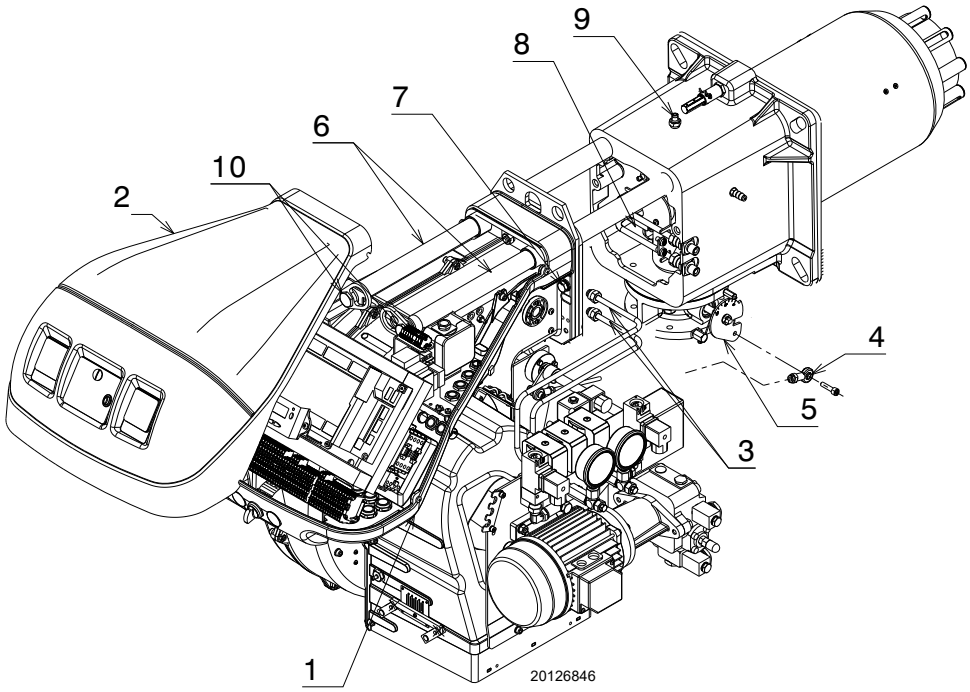

**Abb. 58**
- ➤ Lösen Sie die 4 Schrauben 1)(Abb. 58) und entfernen Sie die Verkleidung 2);.